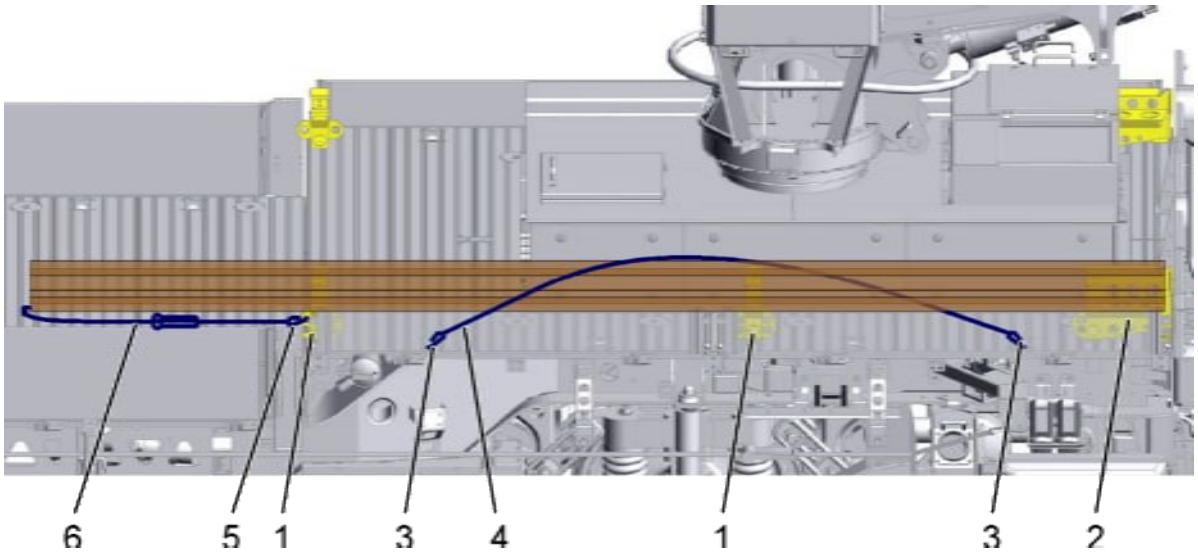

Fig. 132: Fissaggio dello spezzone di rotaia sulla fiancata del veicolo (vista laterale, esempio con una rotaia di 5 m)
Assicurare lo spezzone di rotaia in senso longitudinale, fissando la cinghia, cfr. Fig. 132 (6), con l'uncino al piede della rotaia, tendendolo tramite il cricchetto contro la battuta longitudinale. Le cinghie sono munite di chiusura a scatto.